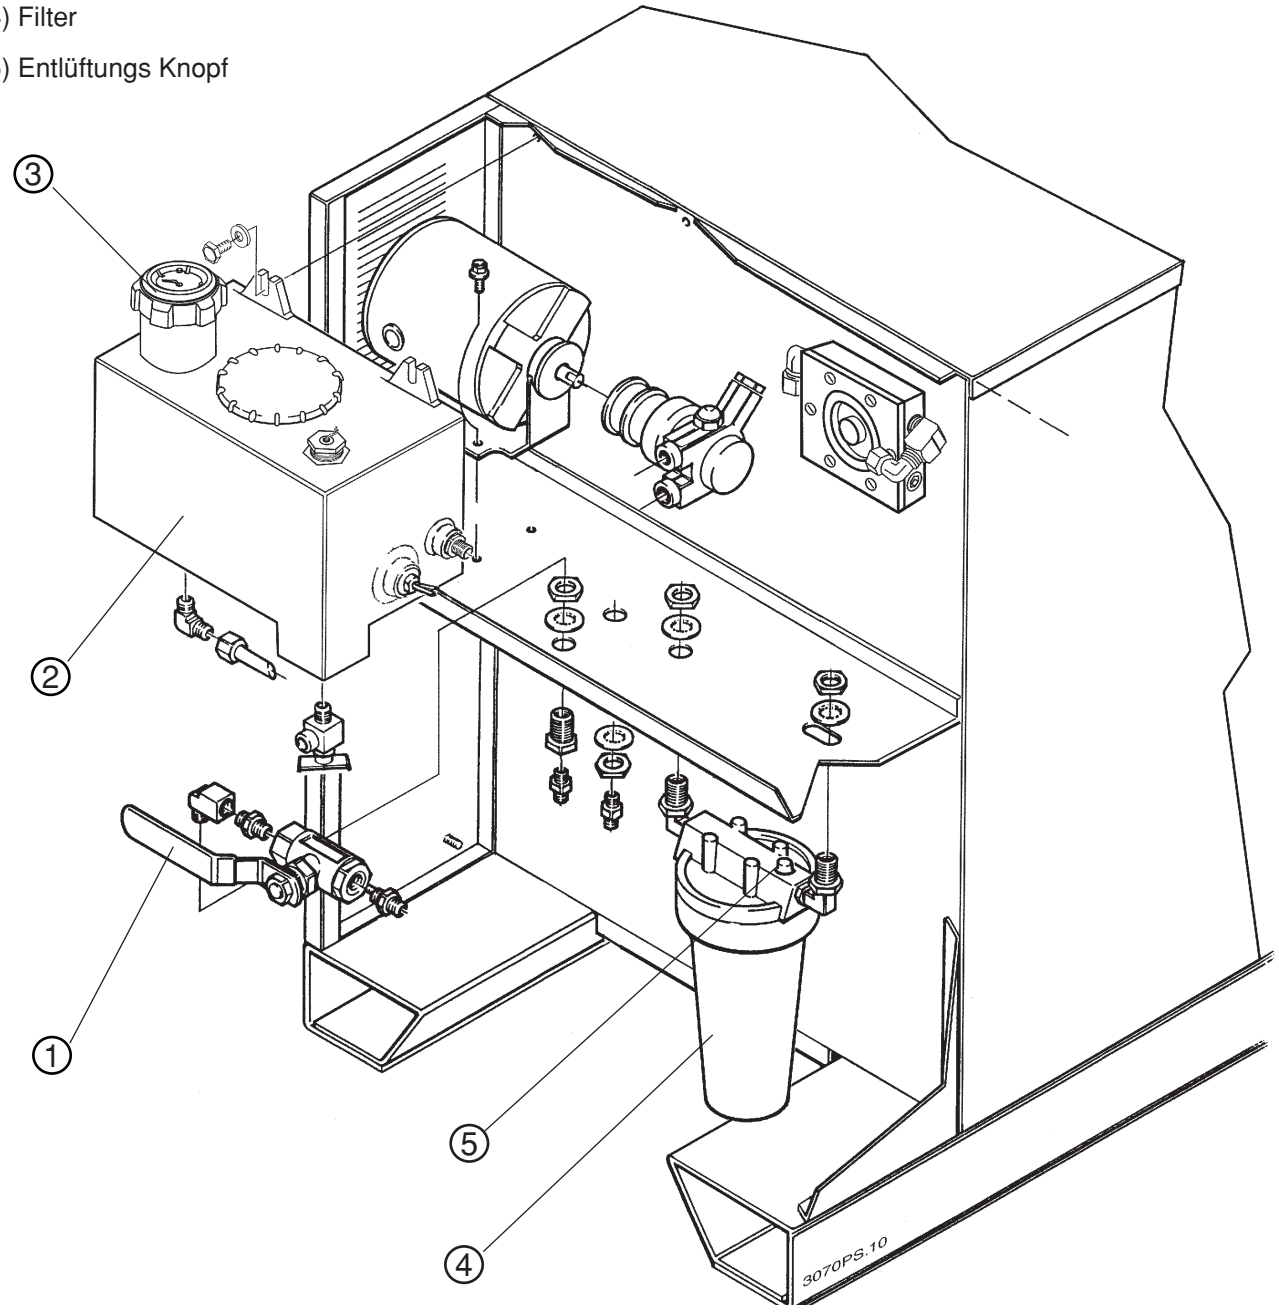

Abbildung 3-33 Befüllen des Brennerkühlsystems
3. An der Rückseite der Stromquelle ist zu überprüfen, daß das Kühlmittel-Startventil geöffnet ist (Abb. 3-33, Nr. 1), an der Rückseite der Stromquelle die Filter/Lüftungskappe (3) auf dem Kühlmitteltank (2) abschrauben. 8 Liter (2,1 Gallonen) Kühlmittel einfüllen.
5. Stromquelle durch Drücken und Festhalten des Druckschalters/Anzeige (PB1/LT1) **POWER ON (I)** einschalten. Die **COOLANT FLOW** (Kühlmitteldurchfluß)-LED leuchtet nicht eher auf, bis das Kühlmittel alle Luft aus den Brenner-Kühlmittelschläuchen und Kühlmittel-Rücklaufschläuchen zum Tank verdrängt hat, was bis zu 60 Sekunden dauern kann.
6. Roten Knopf auf dem Kühlmittelfilter (4) an der Rückseite der Stromquelle suchen (Abb. 3-33, Nr. 5). Knopf drücken, bis etwas Kühlmittel rund um den Knopf austritt und keine Luftblasen mehr an dem durchsichtigen Filtergehäuse sichtbar sind.
7. Wenn die **COOLANT FLOW** (Kühlmitteldurchfluß)-LED aufleuchtet, **POWER ON (I)** Druckknopf (PB1) loslassen. Nun sollte die grüne **POWER ON (I)** Anzeige (LT1) aufleuchten, die anzeigt, daß die Anlage normal arbeitet.